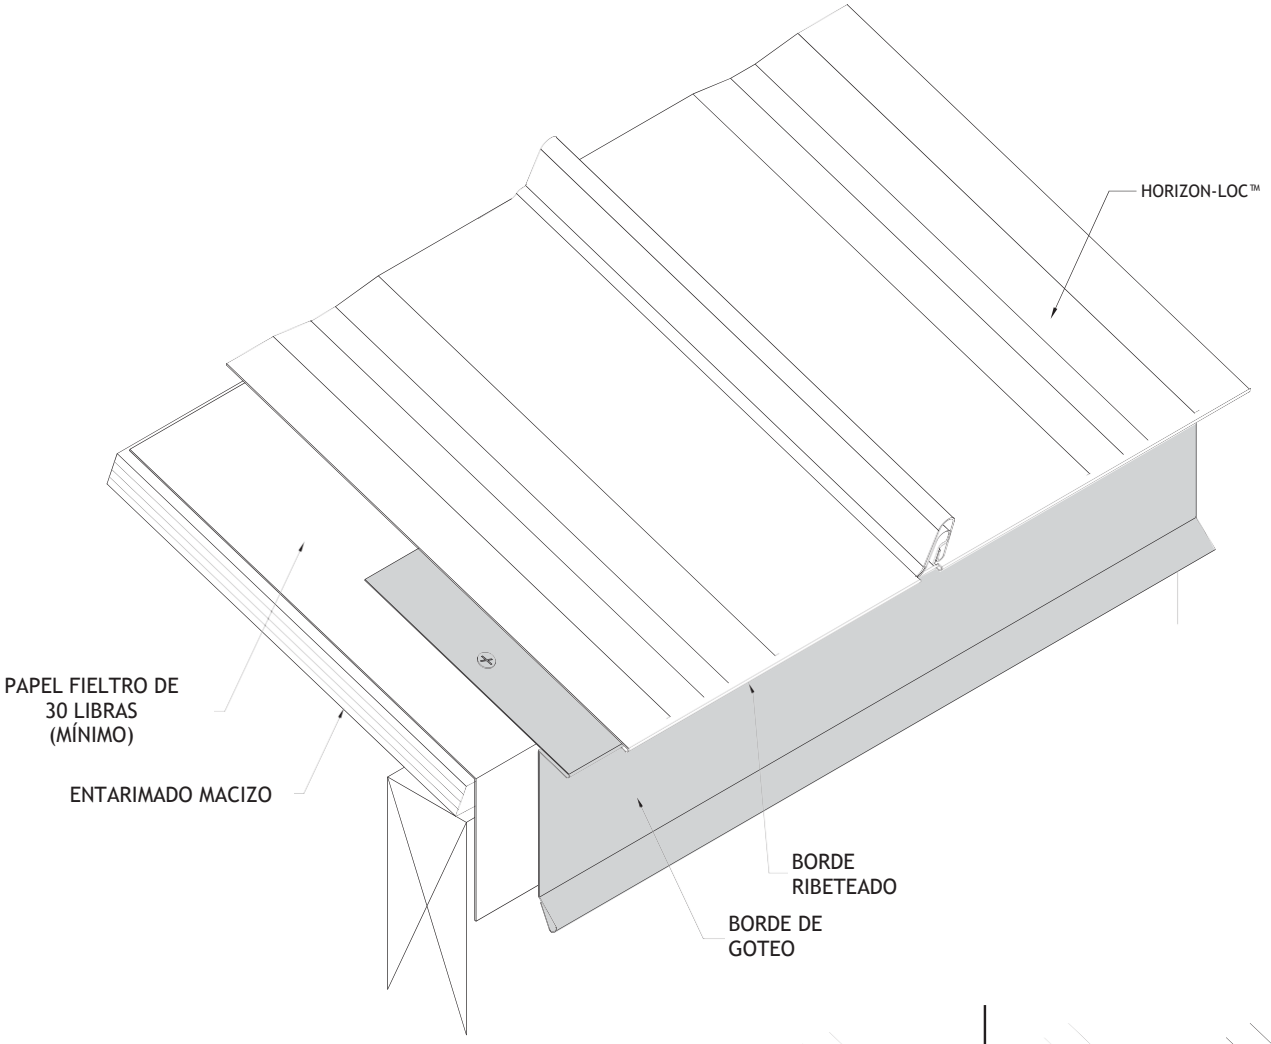
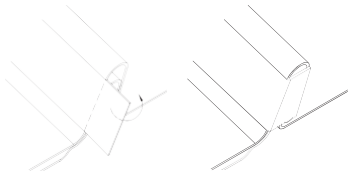

FIGURA 1.
FIGURA 2.
4. Alinee el borde hembra del segundo panel con el borde macho del panel inicial. Consulte la Figura 2. Los paneles deben estar al ras entre sí. Recuerde, los paneles deben sobresalir 1 1/2" sobre la moldura del alero.
6. Selle el extremo completamente como en la Figura 1, o deje la lengüeta cuando haga la muesca y doble el extremo para obtener un aspecto más acabado, como en la figura 2.